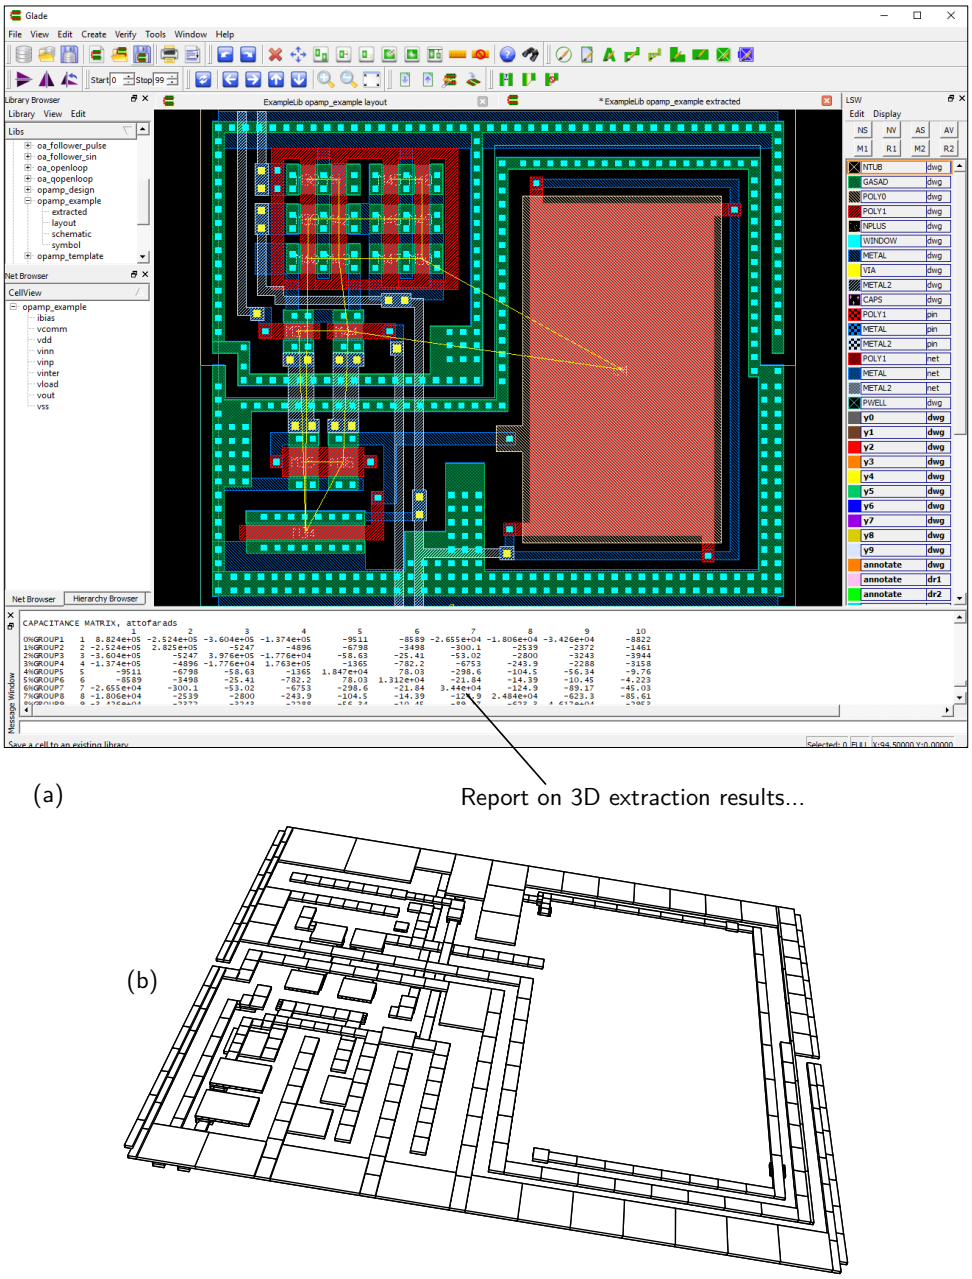

Figure 47 | Glade 3D extraction results for `ExampleLib`→`opamp_example`→`extracted` cell view (a) and FastCap equivalent finite-element mesh (b).
Depending on the particular IC application, like radio frequency (RF) communications, more accurate parasitics estimations may be required. For such cases, Glade integrates FastCap[2] [15], the classic 3D finite-element tool capable of extracting self and mutual capacitances between ideal conductors of arbitrary shapes, orientations and sizes. The CNM25 APDK already incorporates the geometrical cross-section information in the technological file to exploit this fast but accurate extraction tool. Indeed, the procedure to perform the 3D capacitance extraction and generate the corresponding netlist is exactly the same as for the 2D case of page 80 but selecting the script file `apdk/glade/verification/cnm25pex_3d.py` instead. In this sense, Fig. 47 presents its usage for the same OpAmp layout example.